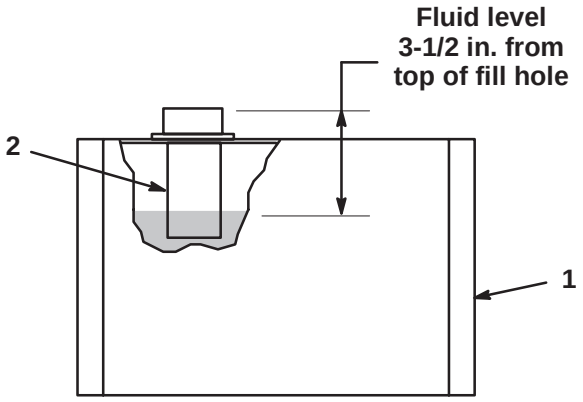

**Figure 16**
2. Remove the cap from the top of the reservoir and check the fluid level. The fluid should be approximately 3-1/2 in. (89 mm) below the top of the fill hole (Fig. 16).